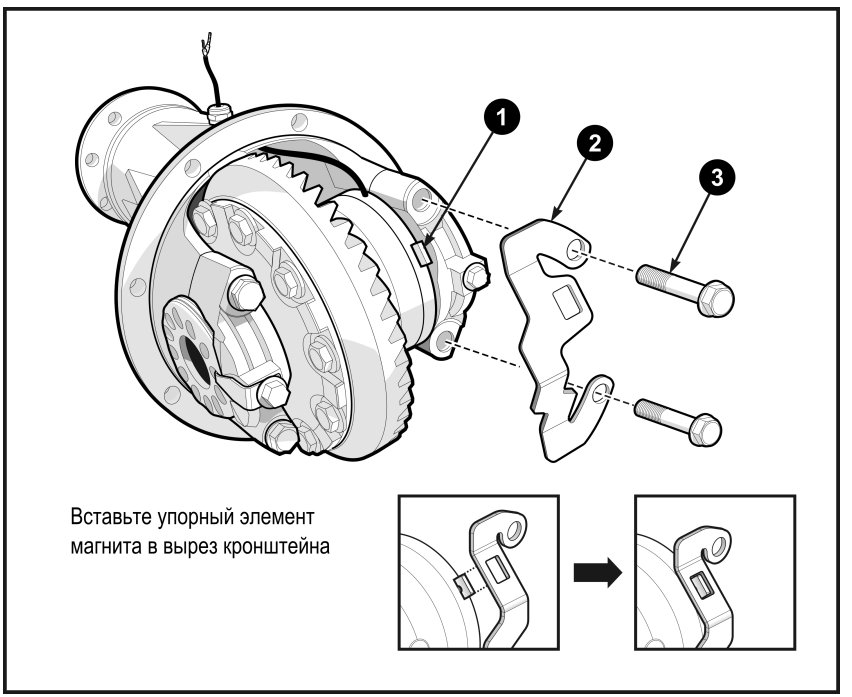

Рис. 29
3.16 После завершения настройки люфта открутите болты (**3**) правой крышки подшипника и установите на неё кронштейн (**2**). (**Рис. 29**)
3.17 Расположите магнит так, чтобы его упорный элемент (**1**) вошел в ответный паз кронштейна. Вставьте болты в отверстия кронштейна и вверните их в правую крышку подшипника. (**Рис. 29**).